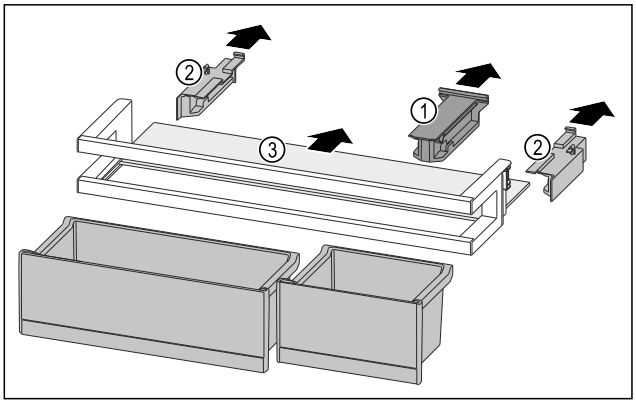

Fig. 255
▶ Pull off the holding part *Fig. 255 (1)*.
▶ Pull off the side parts *Fig. 255 (2)*.
▶ Remove the shelf *Fig. 255 (3)*.